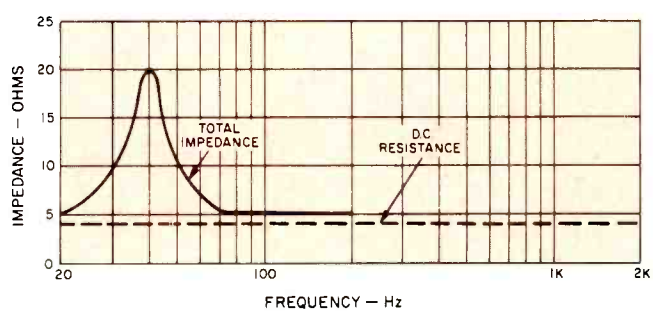

Fig. 1—Typical impedance curve. The total impedance is the d.c. resistance plus the reactance due to the back EMF.
Since this back EMF is caused by the motion, i.e., velocity of the cone-voice coil, let us see how velocity and thereby back EMF, behaves. In a sealed-box, the enclosed volume of air is not a controlling or limiting factor above the region of resonance. Velocity is low, the air in the box is compressed and rarefied very little, and the air volume reactance is negligible. The output is determined by the cone area, motor, and mass of the cone and voice coil (2). Starting at 500 Hz, then, as we come down in frequency, the mass is "easier" to move due to decreasing mass reactance, and velocity doubles with each lower octave. In this area, and down to around 100 Hz, velocity is low, very little back EMF is generated to oppose the amplifier voltage, the back EMF is not a principal factor in determining current flow through the voice coil, and current flow is determined mainly by the d.c. resistance of the voice coil. This is the piston-band of operation where the decreasing air load resistance is offset by the increasing cone velocity, and the speaker output is approximately flat. As we move below 100 Hz or so and approach resonance, the air in the box enters the picture. The mass begins to resonate with the compliance of the air in the box, and velocity increases. When resonance is reached, the moving mass is at any instantaneous moment supplying energy to the air in the box (compressing or rarefying it) due to its kinetic energy, or the air in the box is supplying energy to the moving mass (forcing it in or out) due to its pressure or rarefaction. Thus, the mass and elasticity of the air in the box neutralize each other at resonance and velocity is greatest. With velocity greatest at resonance, the back EMF is greatest, and will raise the impedance by a factor of about 3 to 6. If the voice coil d.c. resistance is 4 ohms, the back EMF will add about 1 ohm at the resistive point in the 100 to 500 Hz range for a total of 5 ohms impedance in a typical woofer. Then below 100 Hz the increasing velocity may add 16 ohms at the resonant point due to the large back EMF, and the total impedance will be 20 ohms. This is shown in Fig. 1. Since the two points are resistive, we can calculate the power input to the voice coil by